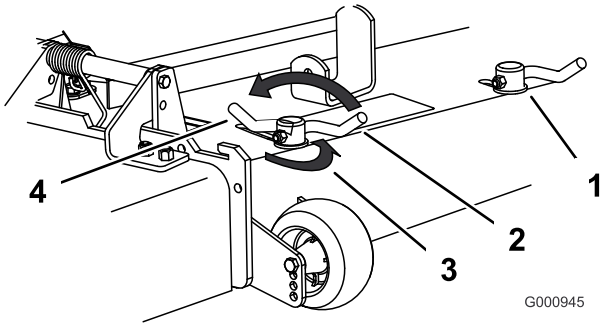

Figur 20
3. Justera kamlåsen genom att svänga upp spaken för att lossa kamlåset (Figur 20).
5. Sväng tillbaka spaken för att dra åt skärmen och kamlåsen (Figur 20).